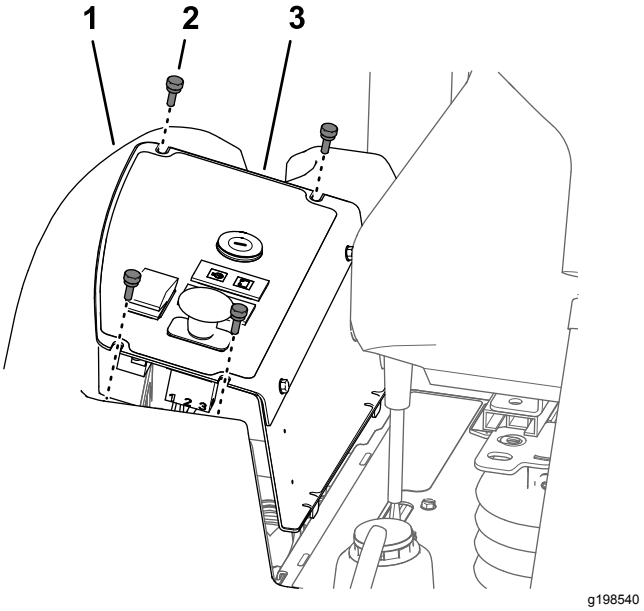

Figur 55
1. Fjern de fire fingerskruer, der fastgør kontrolpanelets plade til brændstoftanken (Figur 55).
2. Løft kontrolpanelets plade op (Figur 55).
3. Tilret hullerne i toppen af kontrolpanelets plade med hullerne i flangen på brændstoftanken (Figur 55).
4. Monter kontrolpanelets plade på flangen på brændstoftanken med de 4 fingerskruer (Figur 55), du fjernede i trin 1 i Afmontering af kontrolpanelets plade (side 51).